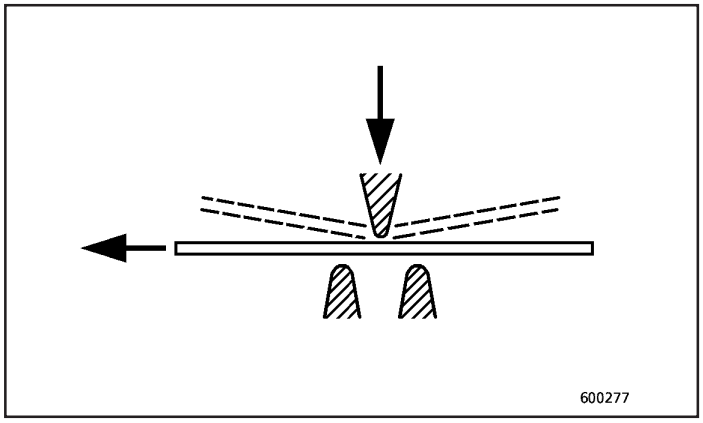

Fig.19
- Dobramento múltiplo (Fig. 19):